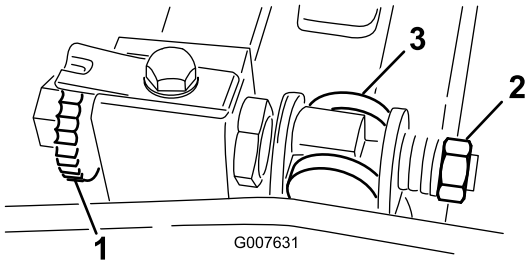

Figur 55
1. Vrid underknivsstångens justerskruv motsols så att underkniven förs bort från cylindern (Figur 55).
2. För fjäderspänningsmuttern bakåt, tills brickan inte längre är spänd mot underknivsstången (Figur 55).